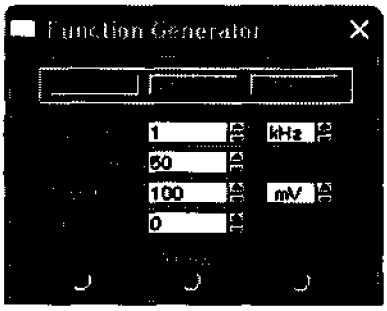

Рис. 28. Установка параметры входного сигнала на функциональном генераторе
2. Установите параметры входного сигнала на функциональном генераторе **(Function Generator)** как показано на рис. 28.